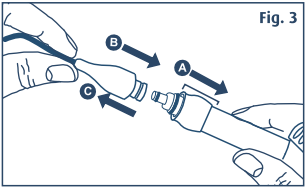

Fig. 3
8 – Para acoplar o bico do jato de bicarbonato, puxe o dispositivo do corpo do jato para trás, conforme indicado (A), em seguida impulsione a ponta para sentido (B). (Fig. 3)
8 - To engage the bicarbonate jet nozzle, pull the device from the body of the jet in the direction indicated (A), then pull the tip to direction (B). (Fig. 3)
8 - Para acoplar la boquilla del chorro de bicarbonato, tire del dispositivo desde el cuerpo del chorro en la dirección indicada (A), a continuación, empuje la punta para lo sentido (B). (Fig. 3)
9 – Para desacoplar a bico do jato de bicarbonato, puxe o dispositivo do corpo do jato para trás, conforme indicado (A), em seguida remova a ponta para sentido (C). (Fig. 3)
9 - To disengage the nozzle from the bicarbonate jet, pull the device from the body of the jet in the direction indicated (A), then remove the tip to direction (C). (Fig. 3)